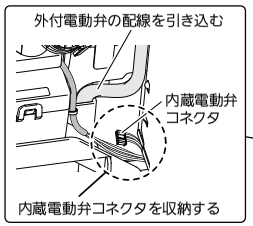

図9-1
- 図9-1 のように外付電動弁キットの配線を室内ユニットに引き込みます。
- 内部電動弁のコネクタは図 9-1 のように外付電動弁キットの配線の被覆（灰色の部分）と電装ボックスの間に収納してください。